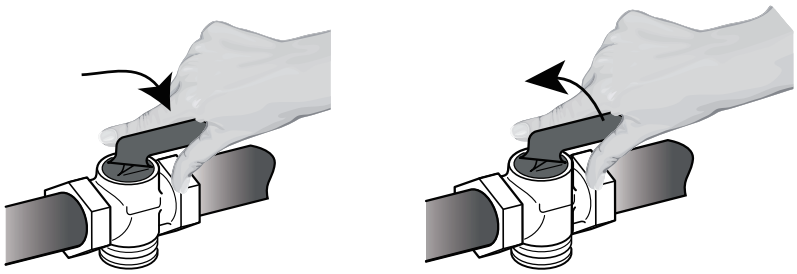

Figure 1 — Manual shut-off valve: open and closed positions
3.Close the manual shut-off valve (see Figure 1). Purge air from the gas line by pressing and turning each range knob several times to ensure no gas remains in the system.